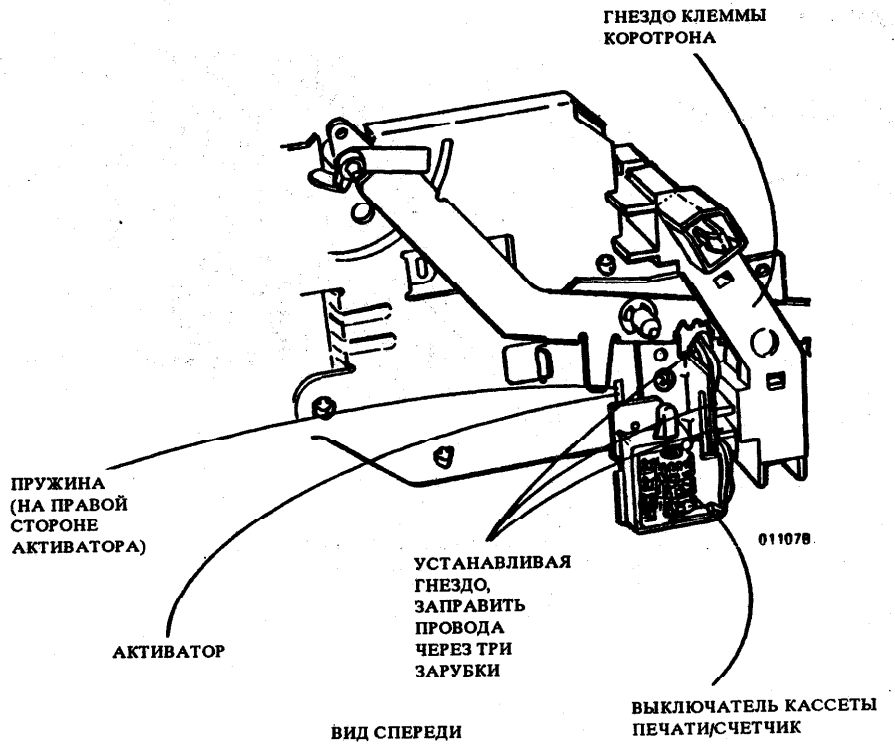

Рис. 2. Заправка жгута выключателя кассеты печати/счетчика
1. (Рис. 2): проследить, чтобы пружина, которая прикрепляется к активатору, была расположена справа от активатора.
2. (Рис. 2): устанавливая гнездо клеммы коротрона и выключатель кассеты печати/счетчик, заправить провода жгута через три зарубки, как показано.